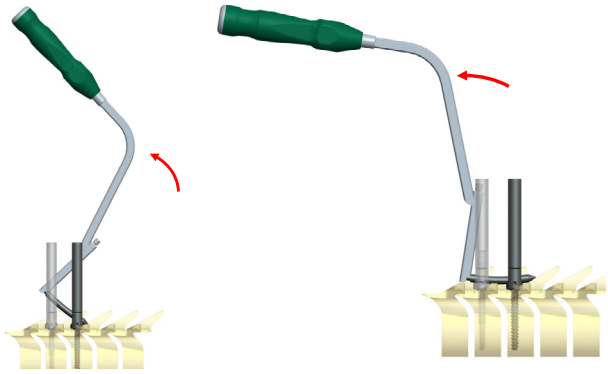

图 9b
- 将夹持器旋转 90 度。这个步骤将引导棒进入连接器的底部槽口。为了确认棒是否位于连接器的底部槽口内，可以使用术中透视以确认棒的放置位置（图 9b）。